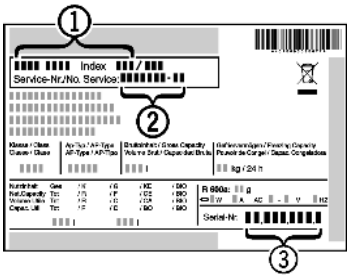

Fig. 43
▶ Consulter la désignation de l'appareil *Fig. 43 (1)*, le N° de service *Fig. 43 (2)* et le N° de série *Fig. 43 (3)* sur la plaque signalétique. La plaque signalétique se trouve à l'intérieur de l'appareil, sur le côté gauche.